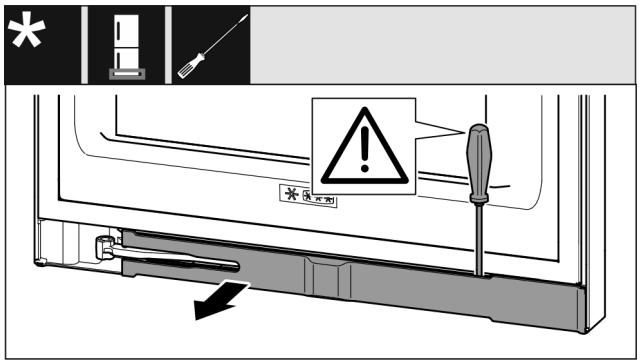

Fig. 13
▶ Paneel met een platte schroevendraaier ontgrendelen en opzij draaien. (zie Fig. 13)